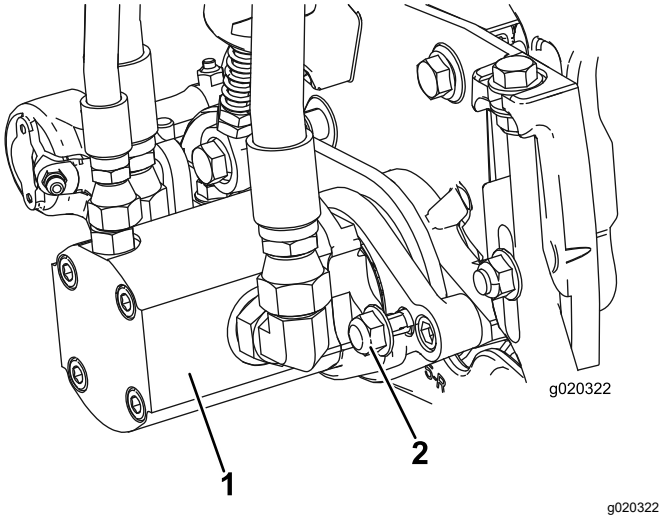

**Figur 13**
3. Monter motoren ved at dreje den med uret, således at motorflangerne går fri af låsemøtrikkerne (Figur 13).